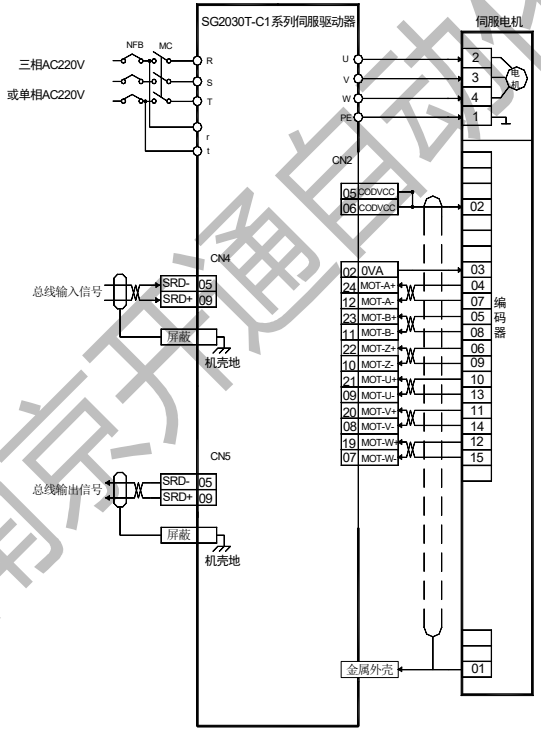

图 7.8 MII 控制模式的简单接线图
- 按图 7.8 接线，主电路端子，三相 AC220V 接 R、S、T 端子。